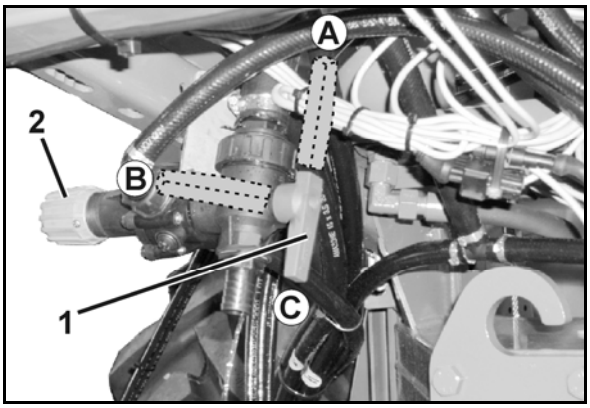

Rys. 105
- zawór włączający DUS (Rys. 105/1).
- zawór ograniczający ciśnienie DUS (Rys. 105/2). Zawór ograniczający ciśnienie DUS jest na stałe ustawiony fabrycznie i redukuje ciśnienie w Systemie Obiegu Ciśnieniowego do 1 bar.
→ Gdy zawór włączający DUS znajduje się w pozycji (Rys. 105/A), to System Obiegu Ciśnieniowego jest włączony.
→ Gdy zawór włączający DUS znajduje się w pozycji (Rys. 105/B), to System Obiegu Ciśnieniowego jest wyłączony.
→ Gdy zawór włączający DUS znajduje się w pozycji (Rys. 105/C), to można spuścić ciecz z opryskiwacza.